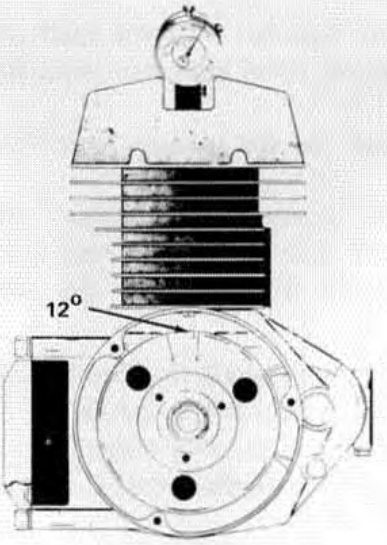

Fig. 3
- Slowly rotate the crankshaft clockwise and counterclockwise to determine the point of needle reversal, which is top dead center (TDC). Set the moveable face of the dial indicator ("O" index mark), Fig. 3, at the exact point of needle reversal. Lock the moveable face in position.